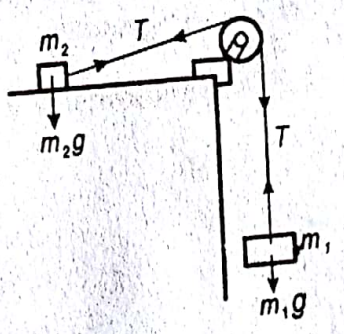

Fig. 1.26
1. First of all, let us consider the motion of two bodies connected by an inextensible string, one of which is hanging freely and the other is lying on a smooth horizontal plane as shown in Fig. 1.26. Since the string is inextensible, the tension (T) in both the strings will be equal. The acceleration of the system is given by